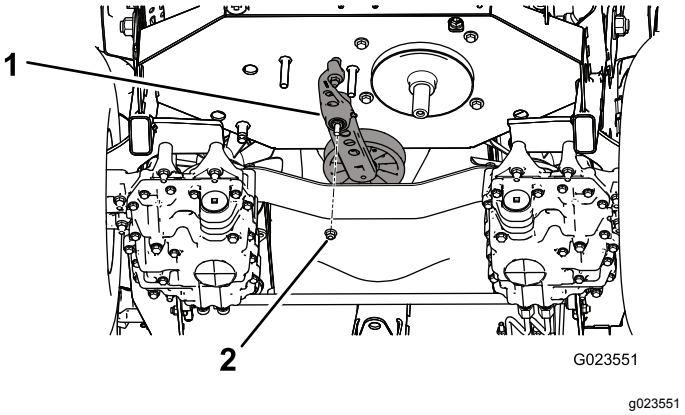

**Figur 57**
5. Fjern møtrikken, der fastgør spændeenheden på stellet (Figur 57).